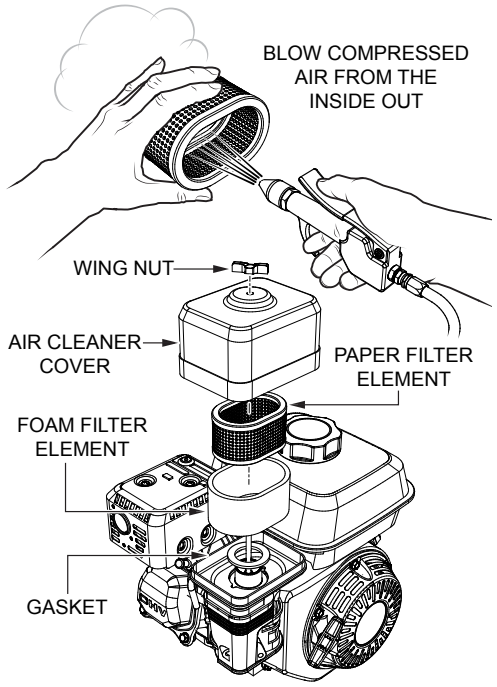

Figure 39. Engine Air Cleaner
1. Remove the air cleaner cover and foam filter element as shown in Figure 39.
2. To remove dirt, tap the paper filter element (Figure 39) several times on a hard surface, or blow compressed air not exceeding 30 psi (207 kPa, 2.1 kgf/cm^2) through the filter element from the air cleaner case side. **NEVER** brush off dirt. Brushing will force dirt into the fibers. Replace the paper filter element if it is excessively dirty.